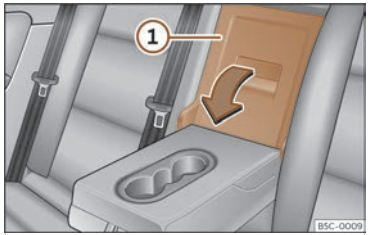

Fig. 168 On the rear seat backrest: opening the trapdoor.
- Pull the release lever in the direction of the arrow and push the trapdoor cover ››› **Fig. 168** ① down and forwards.